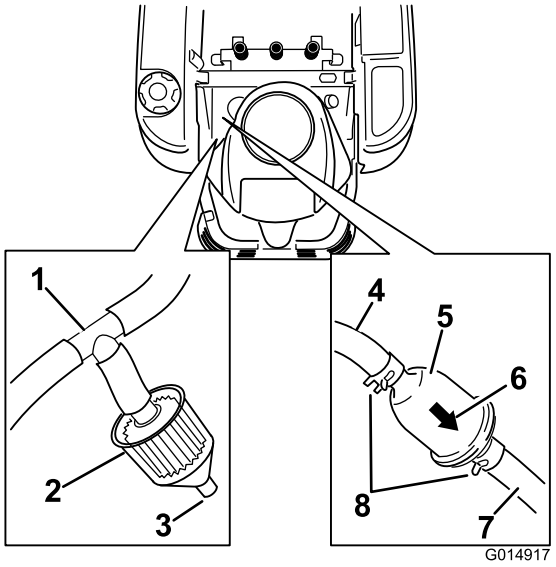

Figur 43
3. Höj upp sätet och leta rätt på bränslefiltren enligt Figur 43.
4. Kläm ihop ändarna på slangklämmorna och skjut bort dem från filtret (Figur 43).
6. Montera ett nytt filter med flödesriktningspilen riktad från bensintanken och pekandes mot motorn. Flytta slangklämmorna nära filtret (Figur 43) för att fästa det på plats.
Vissa maskiner är utrustade med ett utsläppsfilter (Figur 43) som är anslutet till ett T-stycke på luftningsslangen från bränsletanken. Filtret är utformat med en öppen port. Filtret måste inspekteras regelbundet. Byt ut filtret om det är smutsigt eller igensatt.